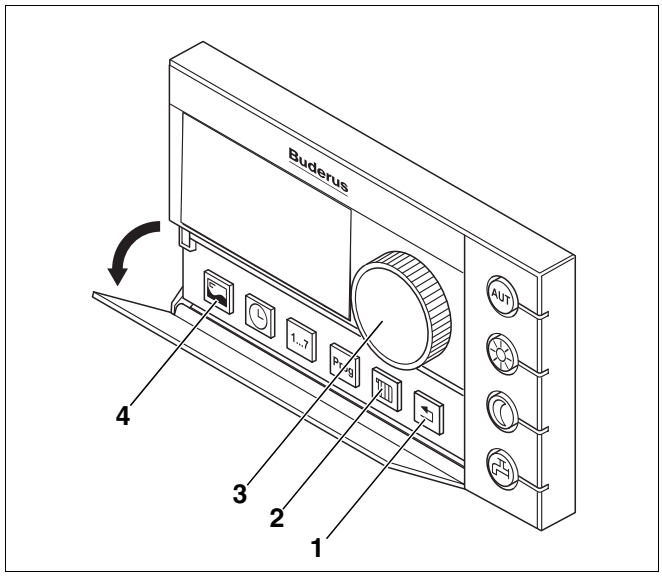

Rys. 40 Moduł obsługowy RC30
Poniżej opisano sposób odpowietrzenia przewodu olejowego przy pomocy modułu obsługowego RC30 (rys. 40).
- Wejść do poziomu serwisowego modułu obsługowego RC30, w tym celu jednocześnie nacisnąć przyciski "Wskazanie", "Obwód grzewczy" i "Powrót" (rys. 40, **poz. 4**, **2**, **1**). Na wyświetlaczu pojawi się komunikat "MENU SERWIS JEZYK".
- Za pomocą pokrętła wybrać (rys. 40, **poz. 3**) "MENU SERWIS TEST PRZEKAZNIK".